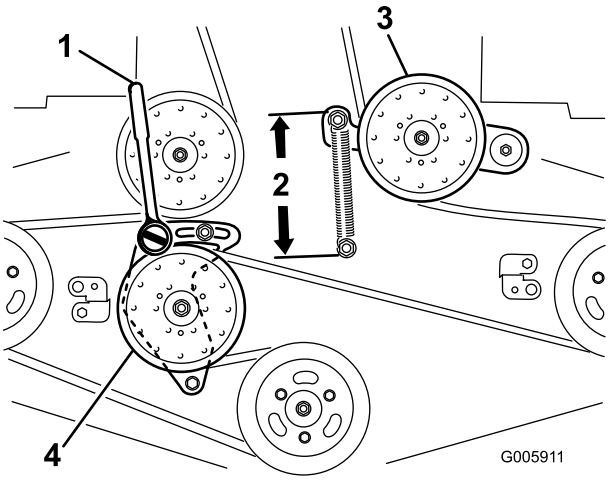

Figur 51
4. Løsn den faste styrearm, og juster den for at mindske remmens spænding (Figur 51).
7. Isæt en skralde med en kort udvidelse eller en afbryderbøjle i det firkantede hul i den faste styrearm (Figur 51).
9. For at øge remmens spænding skal du dreje skralden eller stangen mod uret for at flytte den faste styrearm, indtil der er en afstand på 16,5 cm mellem fjederkrogene (Figur 51).